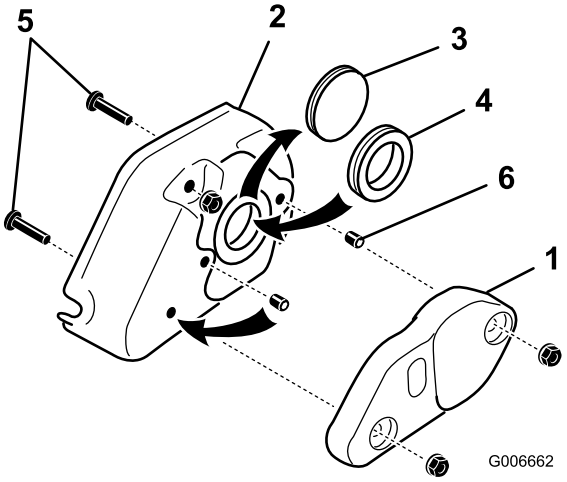

Figur 28
31. Fjern (to) 5/16 tomme flensmuttere som fester trimsatsvekten til trimsatsdekselet og fjern vekten (Figur 28).
32. Fjern den solide gummitetningen fra dekselet og erstatt den med gummitetningsringen (Figur 28).
33. Fjern de to 5/16 x 1 1/4-skruene som er gjenget inn i dekselet (Figur 28).
34. Fjern settskruen fra midthullet i trimsatsdekselet (Figur 28). Monter denne settskruen og settskruen som følger med settet i hullene som tidligere ble brukt av monteringsskruene for dekselet. Påfør Loctite på settskruene før montering. Sørg for at settskruene er plan med dekselet.